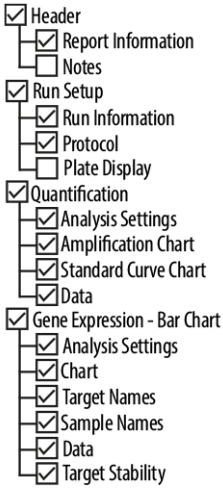

Figura 14: Cuadro de diálogo Report (informe)
5. Asegúrese de que se seleccione al menos el siguiente contenido para la generación de informes en la parte superior izquierda del cuadro de diálogo Report (informe) (consulte la figura 14):